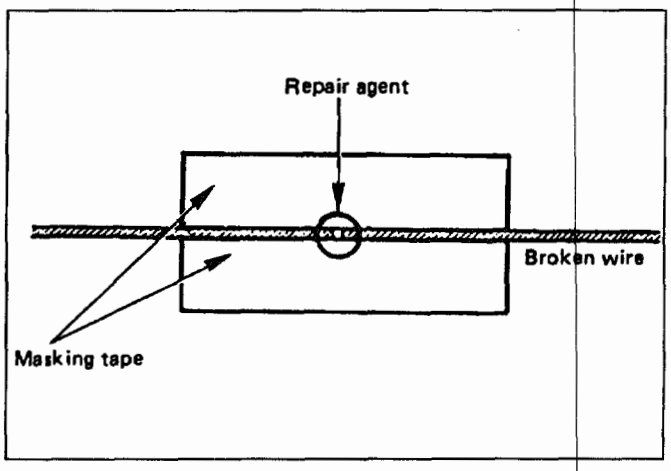

Fig. 8-132
2. Place masking tape along both sides of wire to be repaired (Fig. 8-132).